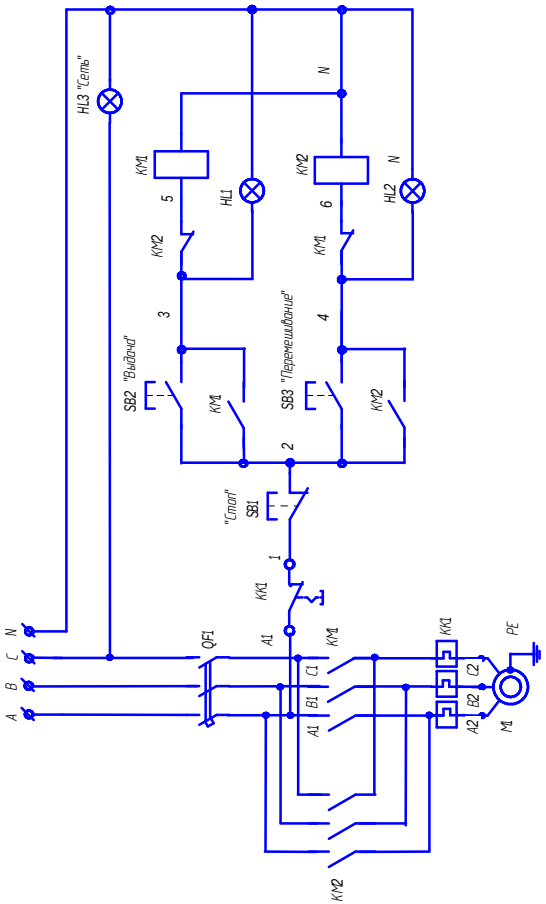

Рис.5 – Схема электрическая принципиальная
6.2. Электросхема (рис.5) предусматривает работу всех механизмов установки в соответствие с технологической схемой: приготовление товарного раствора, перемешивания, доведения его до необходимой рабочей консистенции, подачи раствора по шлангам к рабочим местам и нанесения на поверхности.